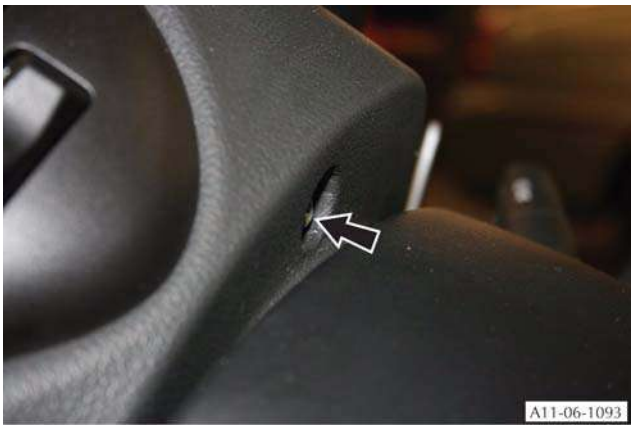

Figure 1
4. Turn the steering wheel to get access to one of the two M6 screws that attach the airbag module (Refer to FIgure 1).